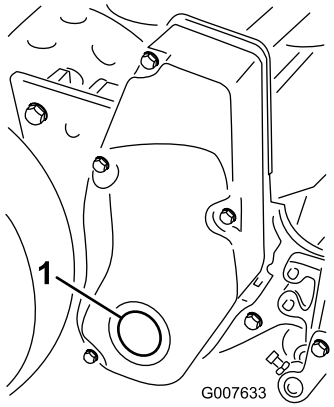

Bild 50
1. Nehmen Sie die Schraube in der rechten Spindelantriebsabdeckung ab (Bild 50).